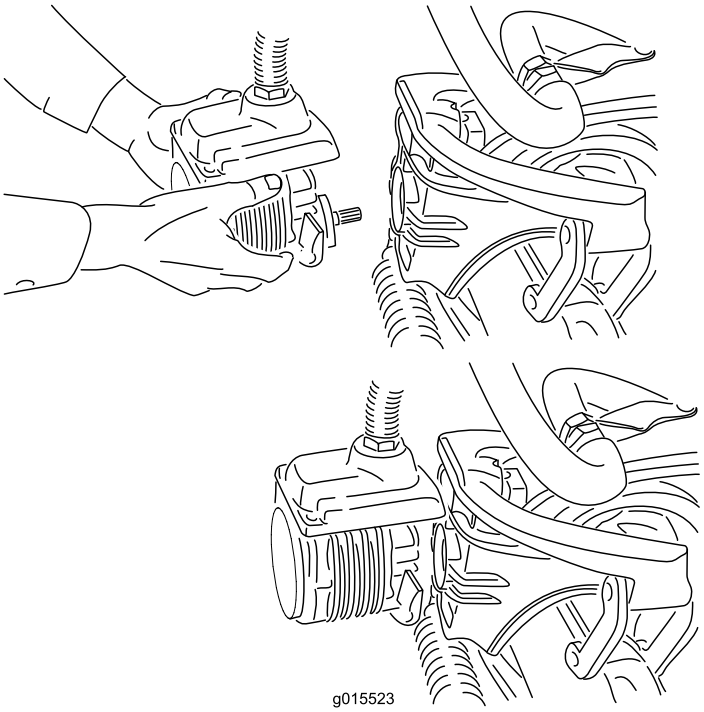

Figur 37
4. Flyt motoren hen i opbevaringspositionen foran på affjedringsarmen (Figur 37).